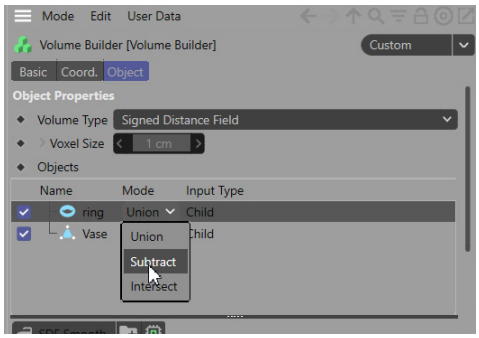
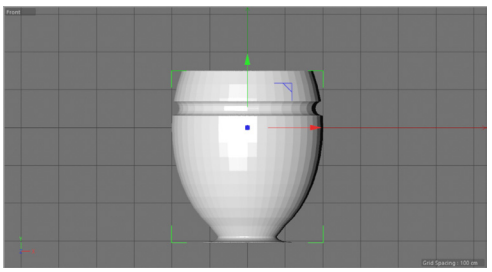

Figure 3-147 *Choosing* ***Subtract*** *from the* ***Mode*** *drop-down list*
Figure 3-148 *Groove created on vase*
8. Select **Subtract** from the **Mode** drop-down list located next to *ring*, as shown in Figure 3-147; groove is created on *vase*, as shown in Figure 3-148.